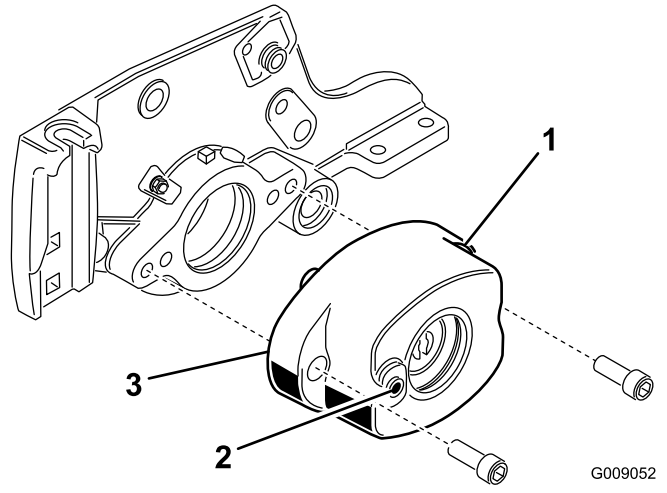

Bild 6
5. Montieren Sie das Rollenbürstengehäuse mit zwei Inbusschrauben (3/8" x 1") am Spindellagergehäuse (Bild 6). Das Rollenbürstengehäuse sollte so positioniert sein, dass das Gewindeloch zur Front der Schneideinheit zeigt.